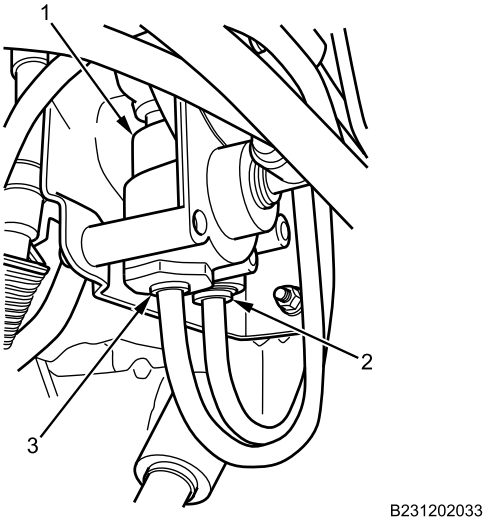

Figure 11. Tractor Protection Valve Lower Air Lines.
2. Connect GREEN delivery air line (Figure 11, Item 2) and RED trailer and transport delivery air line (Figure 11, Item 3) on tractor protection valve (Figure 11, Item 1).